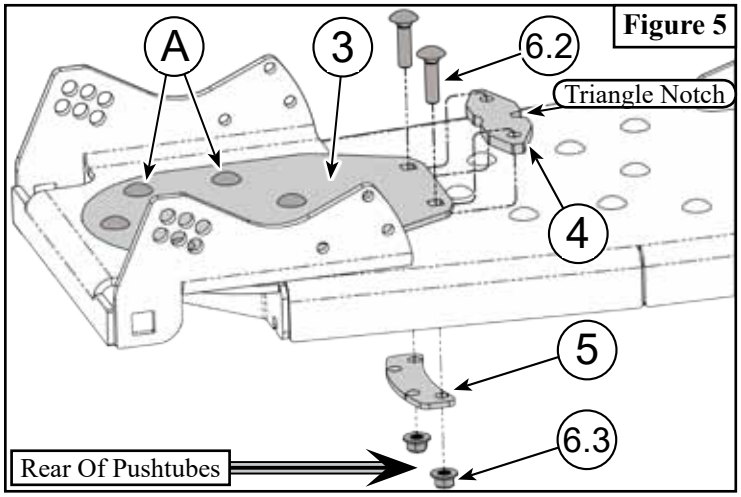

Figure 5
5. Once your rear holes are drilled, loosen the 6 bolts (A) to install the Lift Latch Stop (5) between the Flat Cradle Keeper (4) and push tube bulkhead. **The triangle notch in the Lift Latch Stop (5) should be oriented towards the rear of the pushtubes (front of the machine).** Secure components with Bolts (6.4) and Nuts (6.7). See **Figure 5**.
5. Once your rear holes are drilled, loosen the 6 bolts (A) to install the Lift Latch Stop (4) between the Flat Cradle Keeper (3) and track extension. **The triangle notch in the Lift Latch Stop (4) should be oriented towards the rear of the pushtubes (front of the machine).** See **Figure 5**. (Next Page)
6. Install the Track Extension Spacer (5) under the track extension. This component should follow the contour of the push tube bulkhead, as shown in **Figure 5**. Secure all components from steps 5 and 6 with Bolts (6.2) and Nuts (6.3)